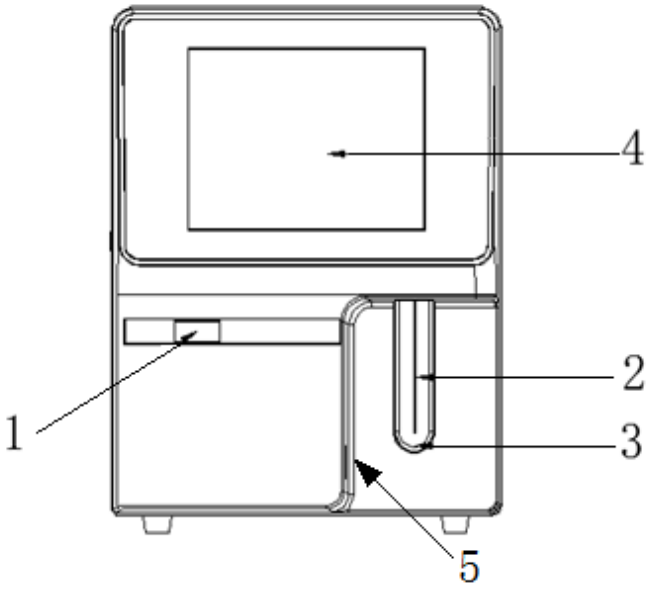

Figure 3-1 Front view of the analyzer
3) The aspirate key of the analyzer (see Figure 3-1 Front view of the analyzer) shall be wiped with alcohol (75%) regularly.